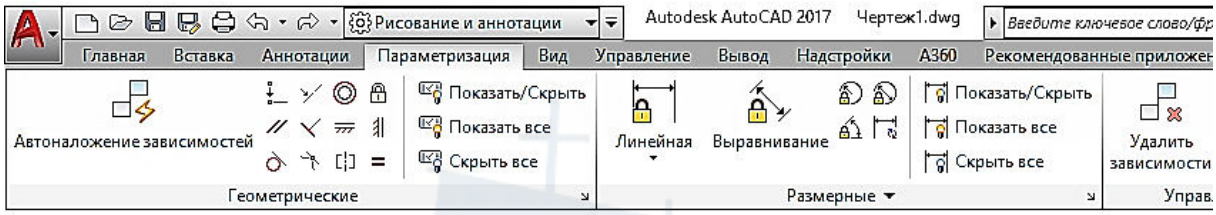

Рис. 19
– Вкладка **Параметризация** – содержит инструменты для задания геометрических и размерных зависимостей, а также управления имеющимися на чертеже зависимостями (рис. 19).